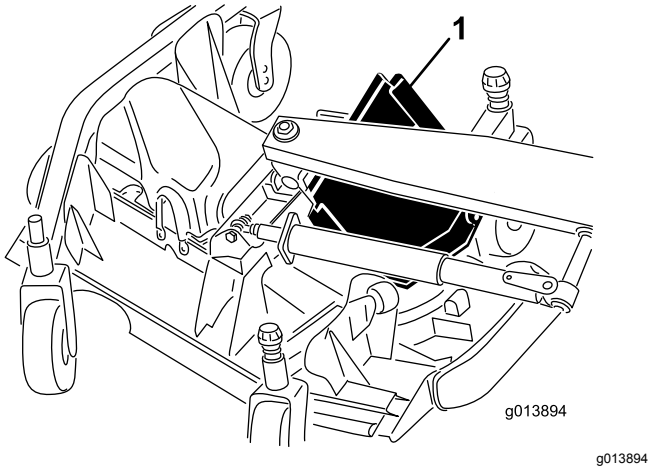

**Figur 85**
6. Løft den forreste kant, og før den mellem løftearmen og rullen for at fjerne den (Figur 85).